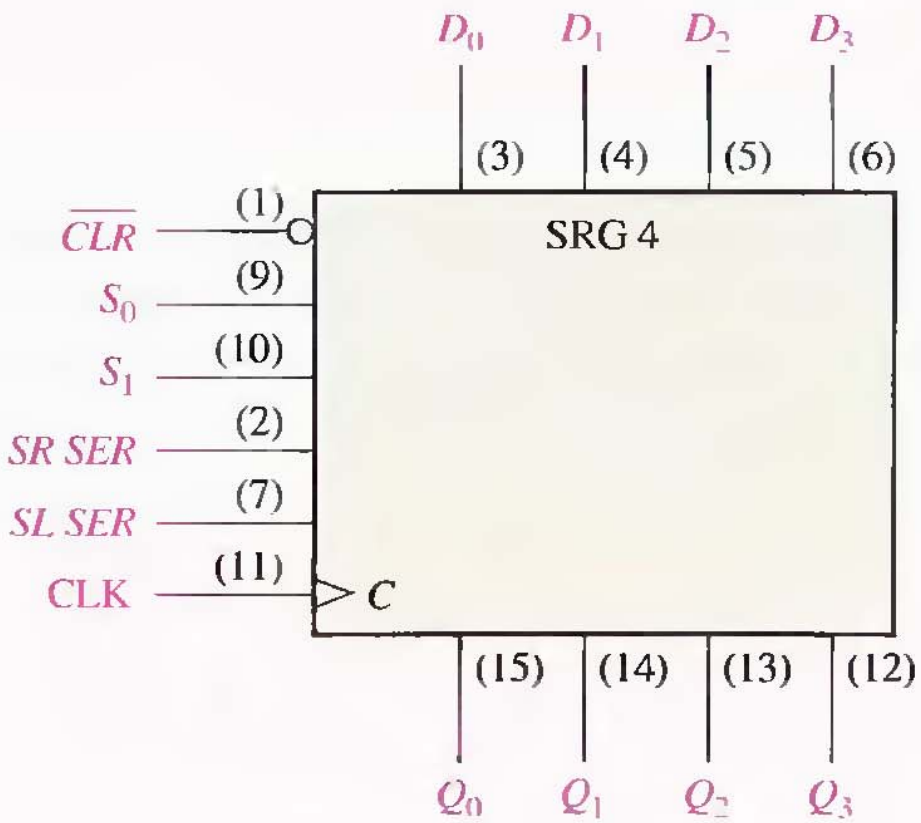

FIGURE 9–21
The 74HC195 can be used for parallel in/parallel out operation. Because it also has a serial input, it can be used for serial in/serial out and serial in/parallel out operations. It can be used for parallel in/serial out operation by using Q_3 as the output. A typical logic block symbol is shown in Figure 9–17.
The timing diagram in Figure 9–18 illustrates the operation of this register.
1. In Figure 9–16, $D_0 = 1$, $D_1 = 0$, $D_2 = 0$, and $D_3 = 1$. After three clock pulses, what are the data outputs?
Determine the state of the shift register of Figure 9–19 after each clock pulse for the given $RIGHT/\overline{LEFT}$ control input waveform in Figure 9–20(a). Assume that $Q_0 = 1$, $Q_1 = 1$, $Q_2 = 0$, and $Q_3 = 1$ and that the serial data-input line is LOW.
See Figure 9–20(b).
The 74HC194 is an example of a universal bidirectional shift register in integrated circuit form. A **universal shift register** has both serial and parallel input and output capability. A logic block symbol is shown in Figure 9–21, and a sample timing diagram is shown in Figure 9–22.
1. Assume that the 4-bit bidirectional shift register in Figure 9–19 has the following contents: $Q_0 = 1$, $Q_1 = 1$, $Q_2 = 0$, and $Q_3 = 0$. There is a 1 on the serial data-input line. If $RIGHT/\overline{LEFT}$ is HIGH for three clock pulses and LOW for two more clock pulses, what are the contents after the fifth clock pulse?